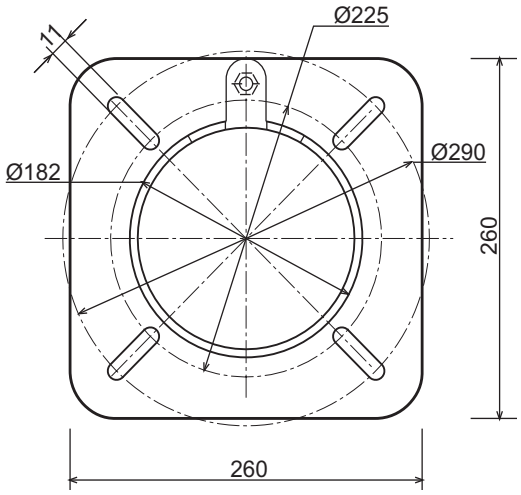

fig. 2a
1) Forare la piastra di chiusura della camera di combustione rispettando le quote riportate in fig. 2a.